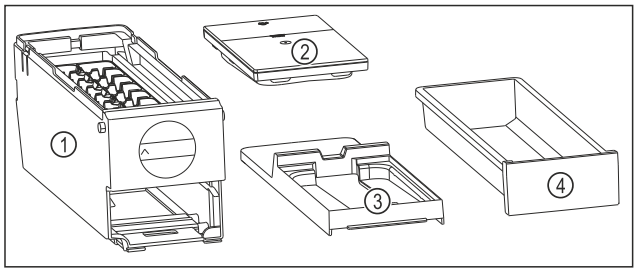

Fig. 107 Составные части EasyTwist-Ice
▷ EasyTwist-Ice разобран на четыре части. (см. Fig. 107)
▶ Разбирайте EasyTwist-Ice только на составные части, представленные на рисунке. (см. Fig. 107)
▶ Очищайте корпус EasyTwist-Ice *Fig. 107 (1)* как цельное устройство.